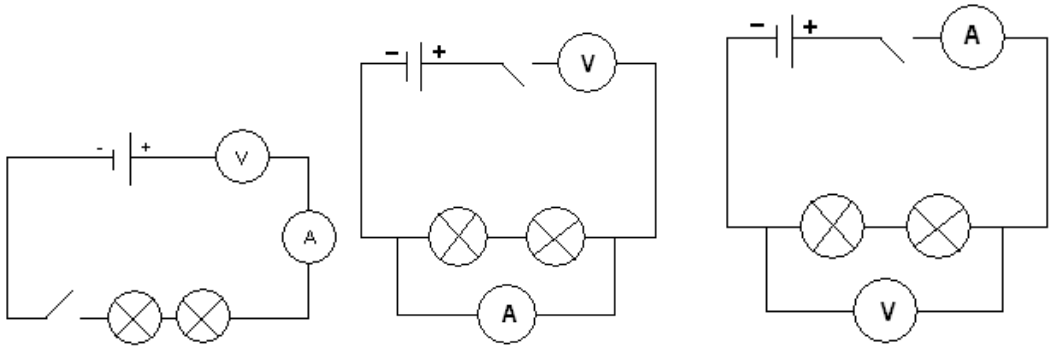

Рис.1
1. Собрать цепь на основе рис.1.